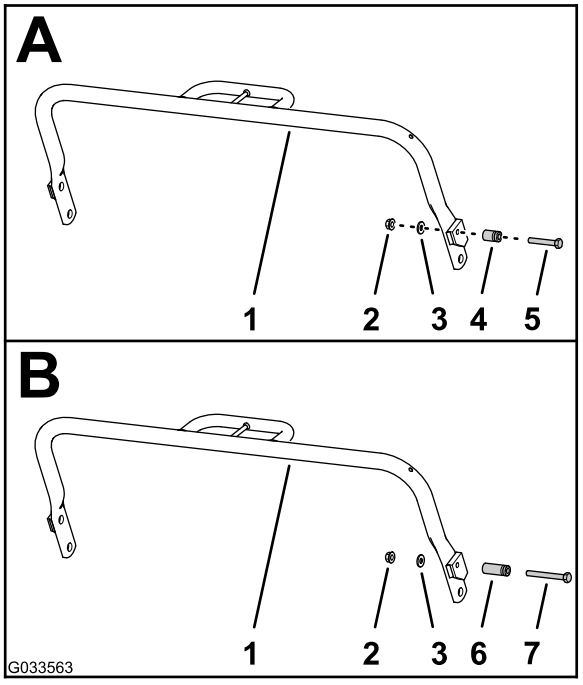

Figure 3
3. Remove the flange nut, washer, existing spring post (1 inch), and screw (5/16 x 2 inches) from the right side of the kickstand (A of Figure 3).
4. Install the new spring post (1-3/4 inches) on the kickstand with the new screw (5/16 x 2-3/4 inches); as shown in B of Figure 3.
5. Use the flange nut and washer that you retained in step 3 to secure the spring post to the kickstand (B of Figure 3).